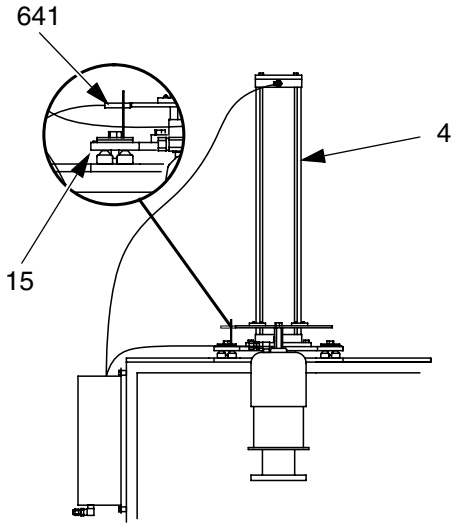

FIG. 13: Interruptor de proximidad
El interruptor de proximidad de límite bajo (641) está ubicado cerca del cilindro de aire (placa de montaje [15]) y puede ser ajustado para funcionar en diferentes niveles en el contenedor. Vea la FIG. 13.